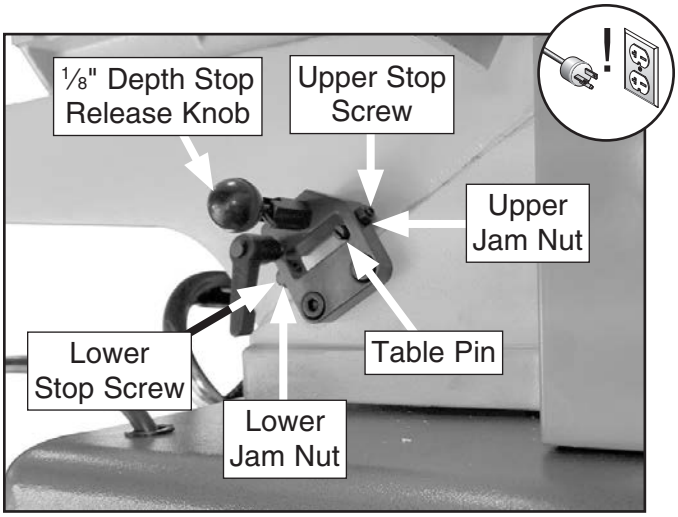

Figure 35. Positive-stop components for infeed table.
The infeed table has positive-stop screws (see **Figure 35**) that allow you to quickly adjust the infeed table between finish/final cuts and shaping/heavy cuts and the maximum depth of cut of 1/2" (or less) when rabbeting.
2. Loosen jam nuts on both stop screws (see **Figure 35**).
3. Raise table to minimum desired depth of cut, then tighten upper stop screw (see **Figure 35**) until it contacts table. Tighten jam nut to secure stop screw in position.
Note: *If you need to lower the infeed table more than 1/8", then pull and hold the 1/8" depth stop release knob (see **Figure 35**) while lowering infeed table.*